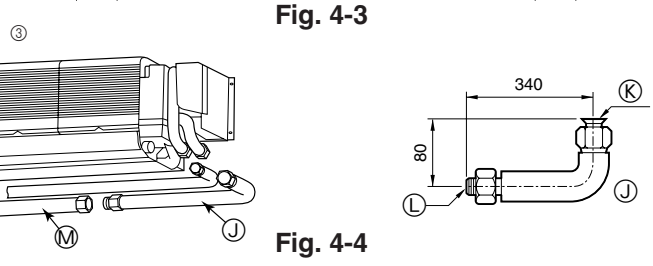

Fig. 4-4
③ L-образная соединительная трубка (для трубы для газа) (Fig. 4-4)